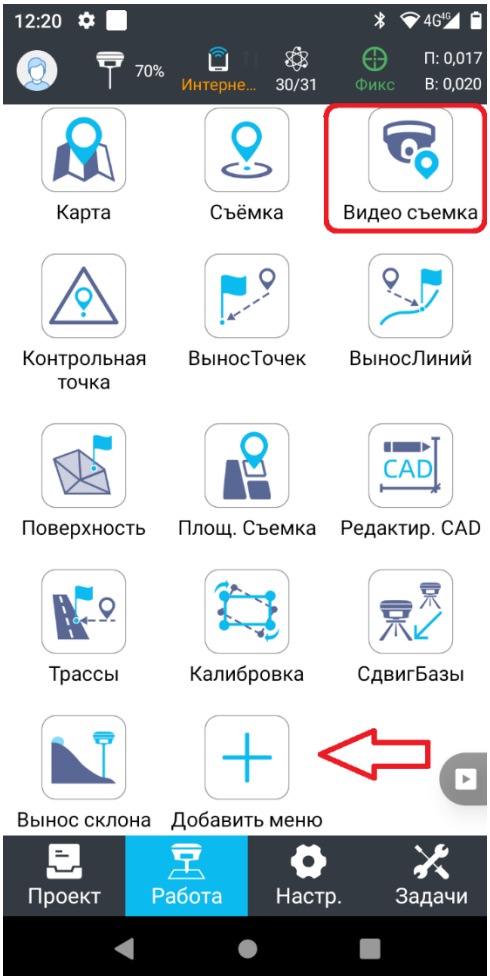

Рис. 2.72
3. На вкладке **Работа** переходим в режим **[Видеосъемка]** (Рис. 2.72)